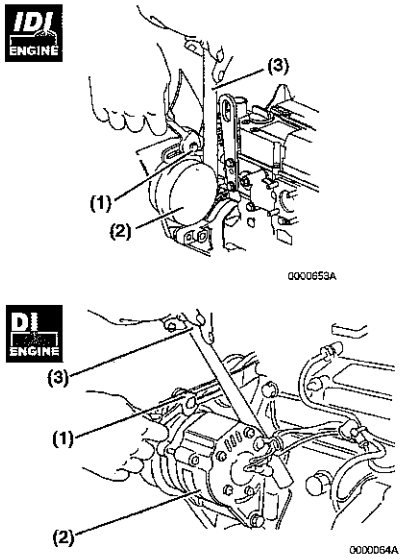

Figura 5
2. Se necessario, regolare la tensione della cinghia a V. Allentare il bullone di regolazione **(Figura 5, (1))** e spostare l'alternatore **(Figura 5, (2))** utilizzando una leva **(Figura 5, (3))** in modo da tendere la cinghia a V come richiesto. Serrare quindi il bullone di regolazione.